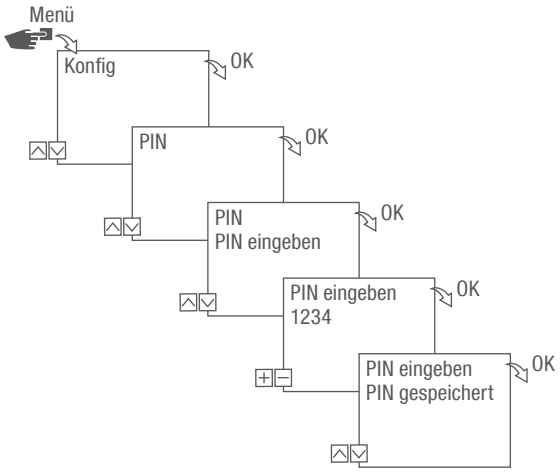

Abb. 15: PIN festlegen
5. Die Bluetooth-Taste (Abb. 15/❶) an der Verteilerschaltuhr drücken.